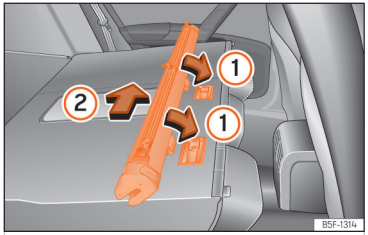

Abb. 192 Einbau des Trennnetzes an den Rücksitzlehnen.
- Setzen Sie das Gehäuse des Netzes in die Aussparungen der Halteschienen in Pfeilrichtung an ››› (Abb. 192) ①.
- Drücken Sie das Gehäuse zur linken Fahrzeugseite in Pfeilrichtung ››› (Abb. 192) ② und bis zum Anschlag.
- Ziehen Sie am Gehäuse des Netzes ca. 5 cm gegen die Pfeilrichtung ››› (Abb. 192) ②.
- Nehmen Sie das Gehäuse des Trennnetzes aus den Halteschienen, indem Sie entgegen der Pfeilrichtung ziehen ››› (Abb. 192) ①.